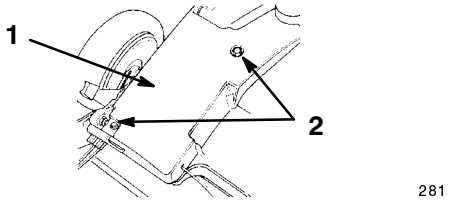

Figure 34
4. Remove the two bolts that secure the belt cover and remove the belt cover (Fig. 34).
2. Remove the two bolts that secure the belt cover to the lawn mower housing (Fig. 34).